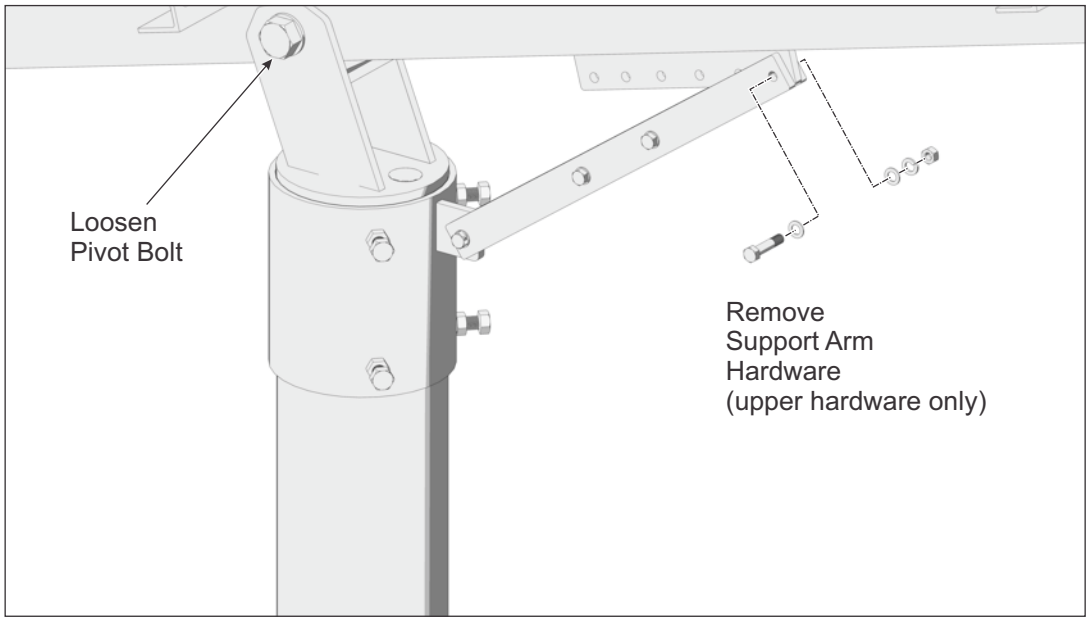

Figure 7-1: Preparing to Adjust the Tilt Angle
A. While one person holds the south edge of rack, the other loosens the Pivot Bolt and removes the upper 1/2” hardware attaching the Support Bar to the Strongback.(See Figure 7-1)